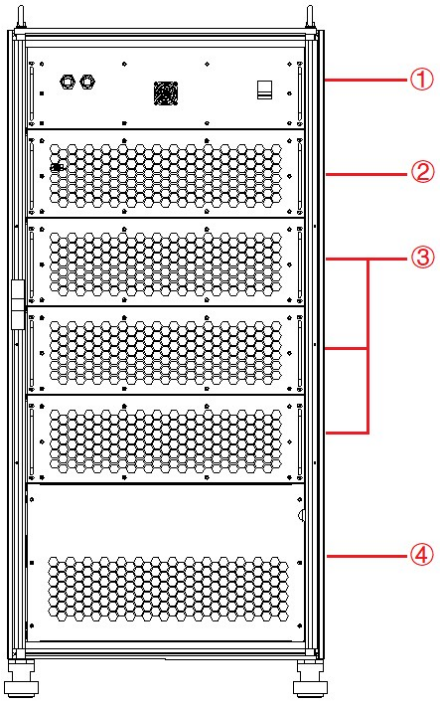

Figure 1-4 Internal structure
①	**RS485 interface**	Standard configuration, is used for remote control.
②	**LAN interface**	Standard configuration, it is a communication interface, and used for remote control.
③	**TTL**	Standard configuration, for users to observe the trigger signal after connecting with the oscilloscope
④	**ATI interface**	a. Analog control interface-Phase A b. Analog control interface-Phase B c. Analog control interface-Phase C Optional, analog control interface (-ATI option)
⑤	**Product brand**	The input / output configuration of the product is marked.
As shown in Figure 1-4, take KGS 45-300-50 as an example, from top to bottom, the internal modules of KGS series are: ①control box layer, ②③module layer, ④component layer, wiring layer and other interface layers.